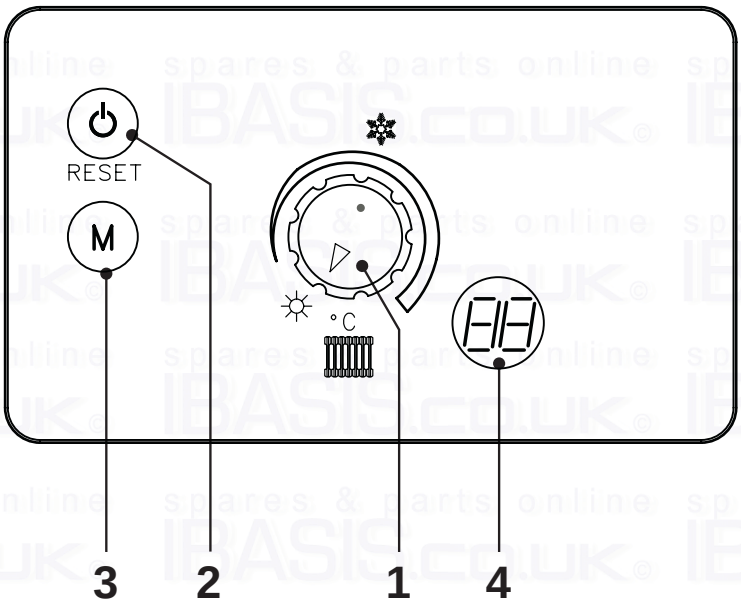

fig. 1
Press the ⏻ key for 5 seconds (see fig. 1).
To set the system delivery temperature, turn the knob (ref. 1 - fig. 1). It can be varied from a minimum of 30 °C to a maximum of 90 °C.
To select Summer/Winter, use knob 1 (fig. 1).
The boiler is equipped with an advanced self-diagnosis system. In the event of trouble with the boiler, the display will show the fault code. There are faults that in order to restore operation it suffices to press RESET (2 - fig. 1); if the boiler fails to start, it is necessary to resolve the fault indicated by the operating LEDs (faults from 1 to 25); other faults cause temporary shutdown that are automatically reset as soon as the value comes back within the boiler's normal working range (faults from 30 to 39).